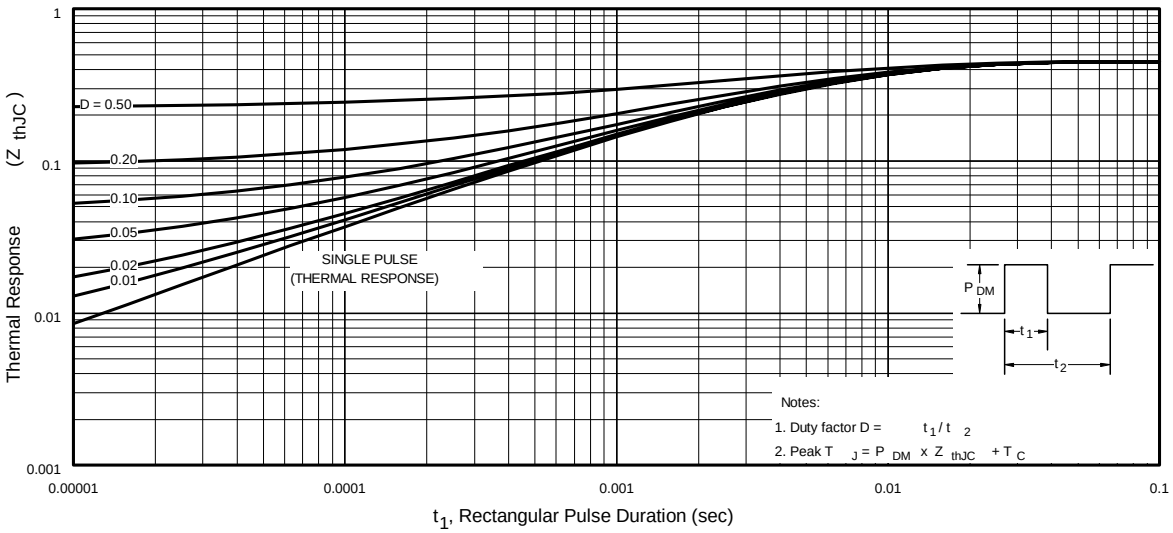

Fig 11. Maximum Effective Transient Thermal Impedance, Junction-to-Case
① Repetitive rating; pulse width limited by max. junction temperature. (See fig. 11).
$Z_{thJC}(D, t_{av})$ = Transient thermal resistance, see figure 11)